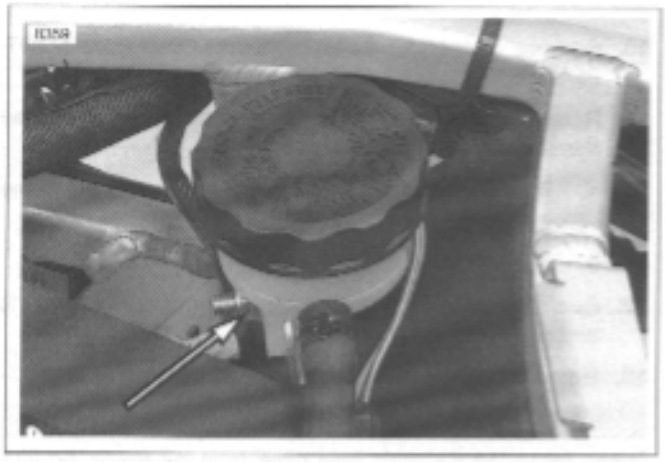

Figure 2-111. Remote Reservoir Clamp Nut
17. See Figure 2-111. Remove rear brake reservoir clamp nut.
10. Install cable strap (3) holding shock reservoir hose, wire harness and fuel vent hose to tail frame.
11. See Figure 2-111. Feed rear brake reservoir hose underneath tail frame and install rear brake reservoir tightening fastener to 48-72 **in-lbs** (5.4-8.1 Nm).